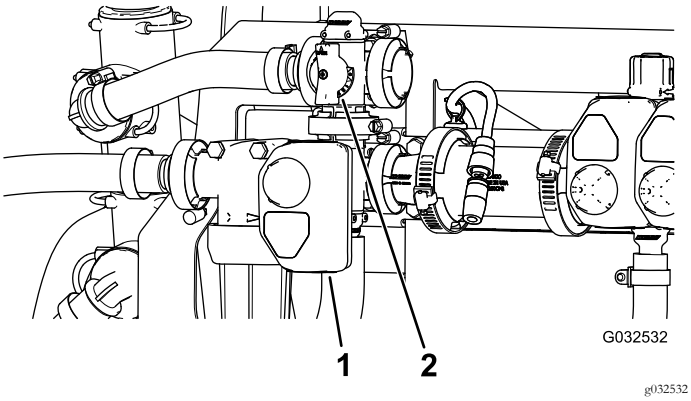

Figuur 131
10. Stel de mengomloopklep (Figuur 131) achteraan de mengklep in tot de spuitsysteemdruk op de meter 6,89 bar bedraagt.